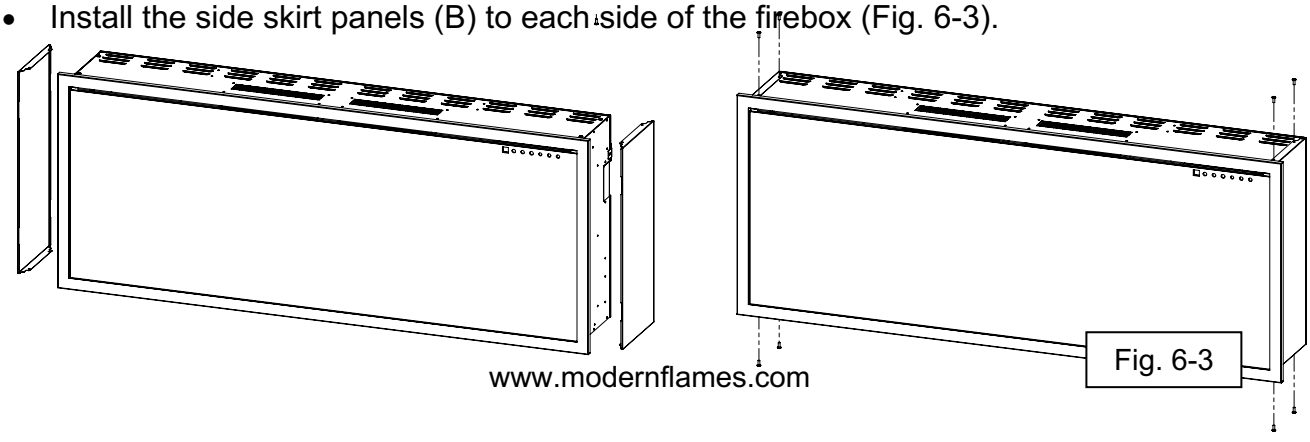

Fig. 6-3
- Install the side skirt panels (B) to each side of the firebox (Fig. 6-3).